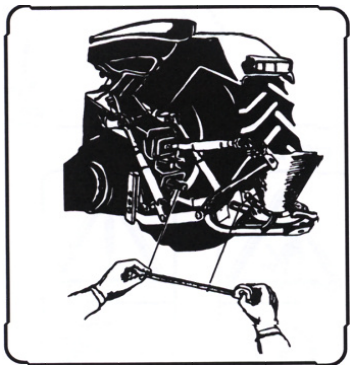

Rys. 9
Przed uruchomieniem sprawdzić długość wału przegubowo – teleskopowego (WPT), przeprowadzając następujące czynności (Rys. 9:
- założyć wał WPT, najpierw wsuń końcówkę od strony rozsiewacza, a następnie od strony ciągnika. Obie końcówki wsuwamy do momentu zadziałania bezpiecznika (usłyszysz wyraźny „stuk”). Sprawdź zalecany luz – Rys. 9, 10.